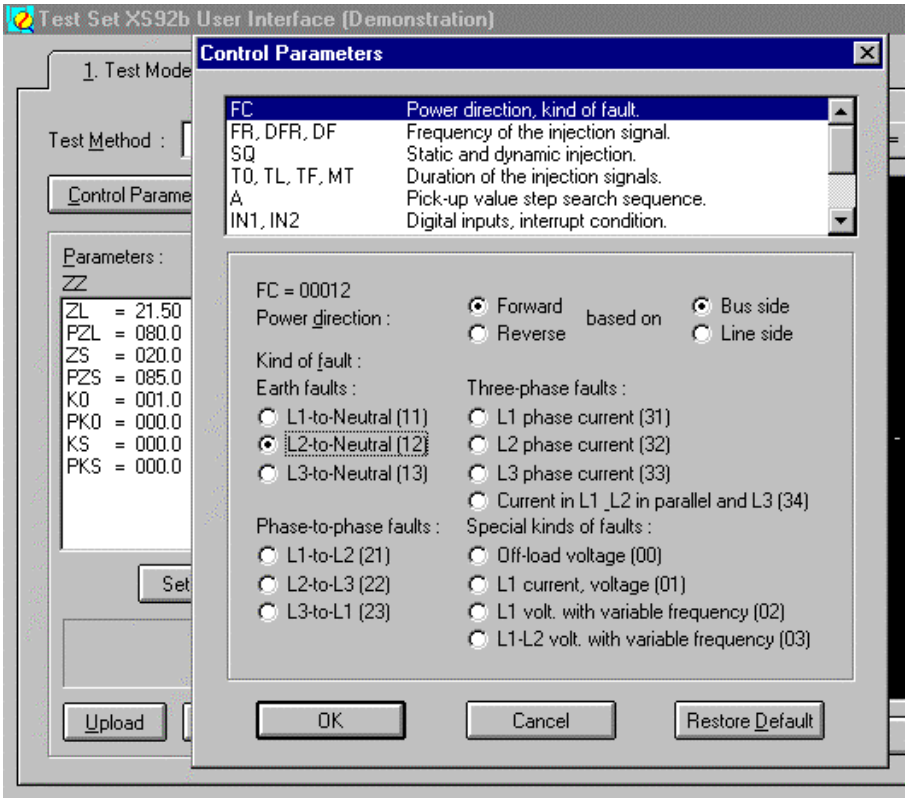

Fig. 4.5 Fault code control parameter
The "**Control parameters**" button enables all the parameters described in Section 4.3.1 to be set. Fig. 4.5 shows the dialogue for fault code (FC) control parameter.